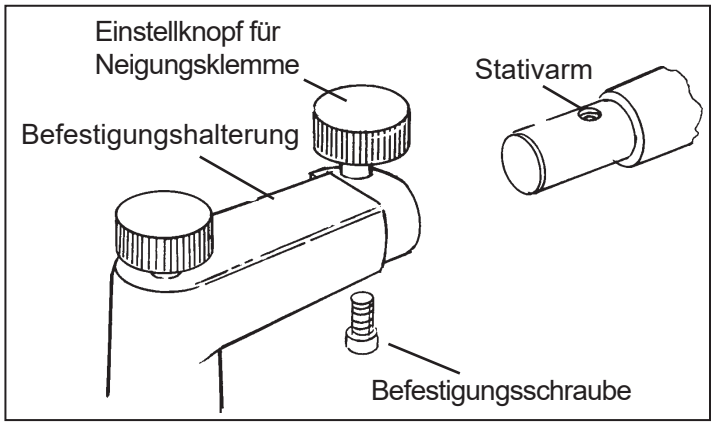

Abbildung SU-1 Anbringen des Phoroptors am Ständer
1. Setzen Sie den Phoroptor auf den Stativarm, indem Sie die Montagehalterung über das Ende des Arms schieben, bis die Gewindebohrung am Stativarm mit dem Langloch am Boden der Montagehalterung übereinstimmt. Siehe Abbildung SU-1.
2. Die mitgelieferte Befestigungsschraube verhindert das Herunterfallen des Phoroptors vom Ständer. Stecken Sie die Schraube durch das Langloch und drehen Sie sie in den Stativarm ein. Ziehen Sie die Schraube fest an. Siehe Abbildung SU-1.
3. Ziehen Sie den Drehknopf für die Neigungsklemme an, sodass der Phoroptor fest in der gewünschten Position gehalten wird. Siehe Abbildung SU-1.